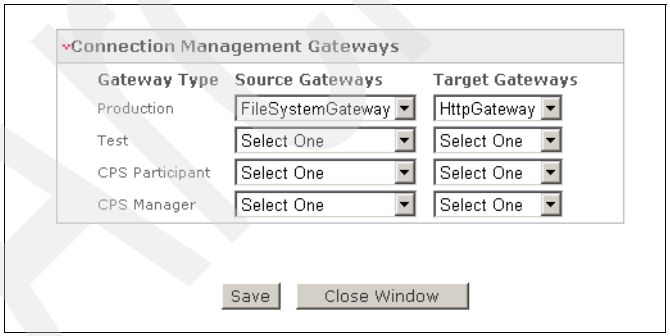

Figure 15-80 Selecting the gateway for the participant connection
5. Click **Gateways**, which opens the window shown in Figure 15-80. Select **HttpGateway** as the target gateway. Click **Save**.